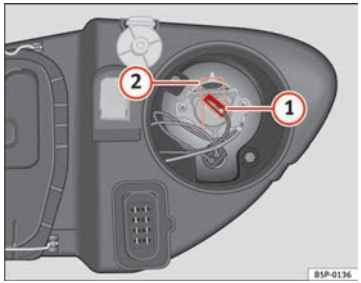

Fig. 186 Main beam headlights
– Remove connector ⇒ Fig. 186 (1) from the bulb.
– Press the spring ⇒ Fig. 186 (2) inwards and to the right.